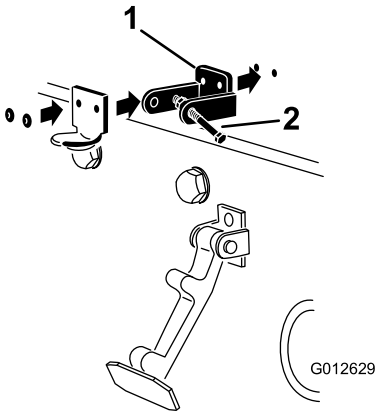

Figuur 8
3. Plaats de beugel van de CE-vergrendeling en de beugel van de motorkapvergrendeling op de motorkap en lijn de montageopeningen uit. De beugel van de vergrendeling moet zich tegen de motorkap aan bevinden (Figuur 8). Verwijder de bout en moer niet van de arm van de beugel van de vergrendeling.
5. Bevestig de beugels en de ringen met de popnagels aan de motorkap (Figuur 8).